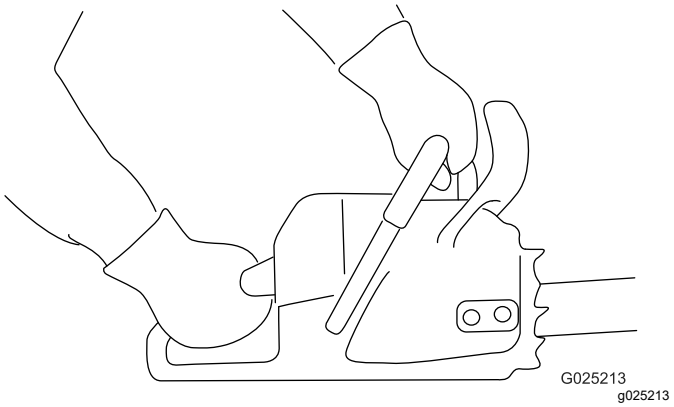

Figur 11
1. Fatta tag om motorsågen med båda händerna – vänster hand på det främre handtaget och höger hand på det bakre handtaget enligt Figur 11.
1. Håll motorsågen på det sätt som visas i Figur 11.
3. Håll motorsågen på det sätt som visas i Figur 11.